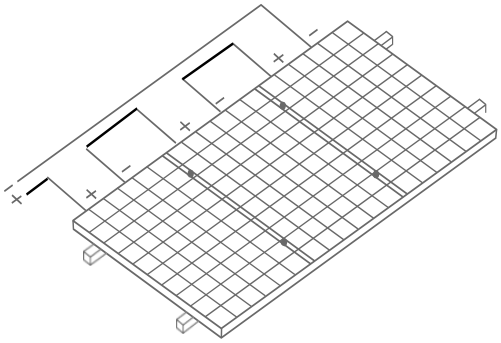

图17 串联方式
- 不要在同一太阳能光伏系统中使用不同型号的组件。当组件串联在一起时，每串的电压不能超过系统最大电压（串联方式如下图 17）。具体请参考该国家或地区或当地的规范。